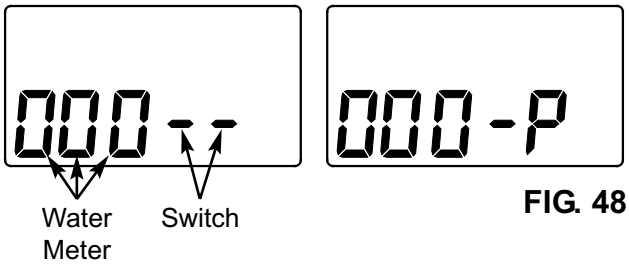

FIG. 48
3. The letter “P” and a dash (or dashes) indicate POSITION switch operation (See Figure 48). If the letter appears, the switch is closed. If the dash shows, the switch is open.